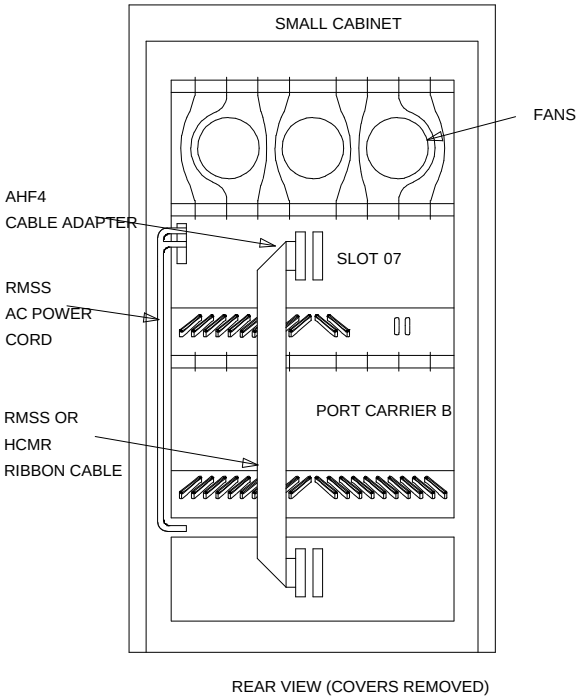

Figure 3-17. R1V3 System Cabinet
2. Disconnect the AHF4 cable adapter from behind slot ‘‘07’’ of control carrier ‘‘A’’ (see Figure 3-17).